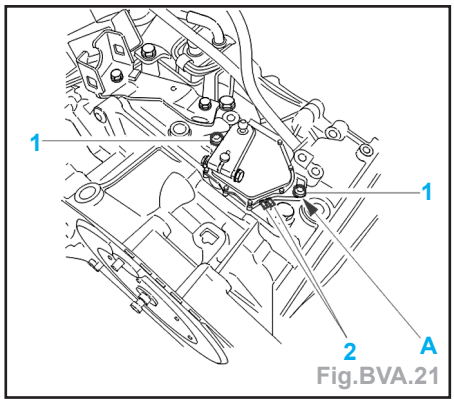

Fig.BVA.21
- Débloquer les vis (1) (Fig.BVA.21).
- Mettre le contacteur multifonction en butée sur la vis (A).
- Connecter le multimètre en position ohmmètre sur les contacts (2).